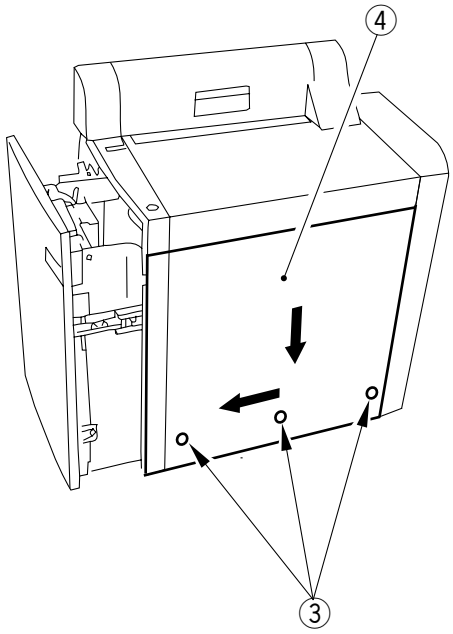

Figure 8-307
2) Remove the three screws ③, and shift the right cover ④ in the direction of the arrow (Figure 8-307) to remove.